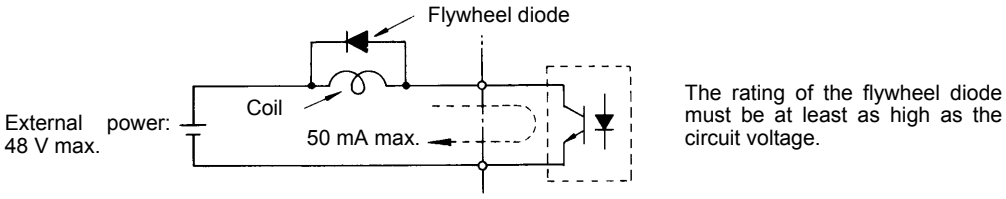

Fig 2.14 Flywheel Diode Connection
* 2. When driving a reactive load, such as a relay coil, always insert a flywheel diode as shown in *Fig 2.14*.